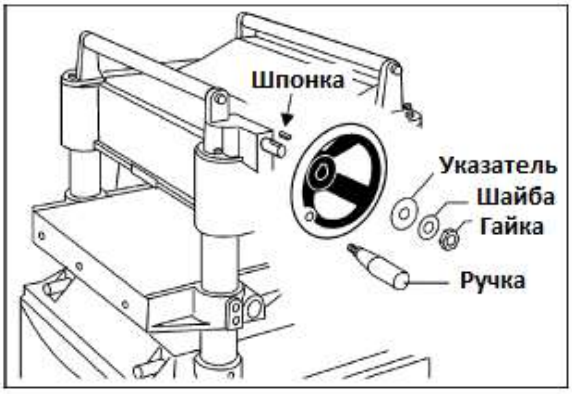

Рис. 7
1. Установите шпонку в паз на валу (Рис. 7) и наденьте маховик на вал так, чтобы он оказался насажен на шпонку.